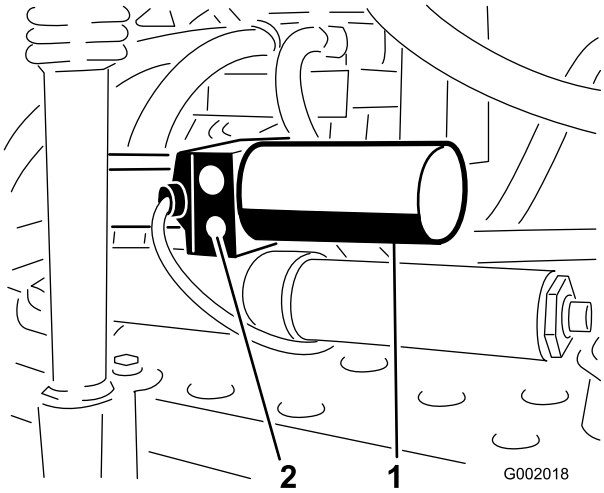

Figur 61
1. Find den manuelle aflastningsventil på aktuatoren for hver bom. Den manuelle aflastningsventil er den mindste ventil. Den findes kun på den ene side af aktuatoren (Figur 61).